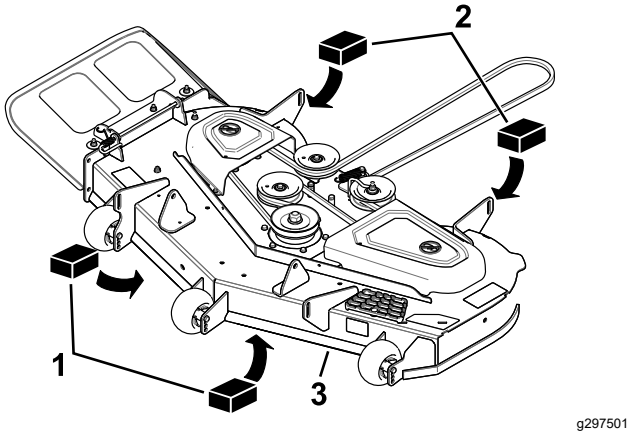

Rysunek 74
3. Umieść dwa klocki o grubości 6,6 cm po obu stronach przedniej krawędzi podwozia tnącego, ale nie pod wspornikami rolek zapobiegających zdzieraniu darni (Rysunek 74).
4. Umieść 2 klocki o grubości 7,3 cm pod tylną krawędzią fartucha podwozia tnącego, po jednym na każdą stronę podwozia tnącego (Rysunek 74).